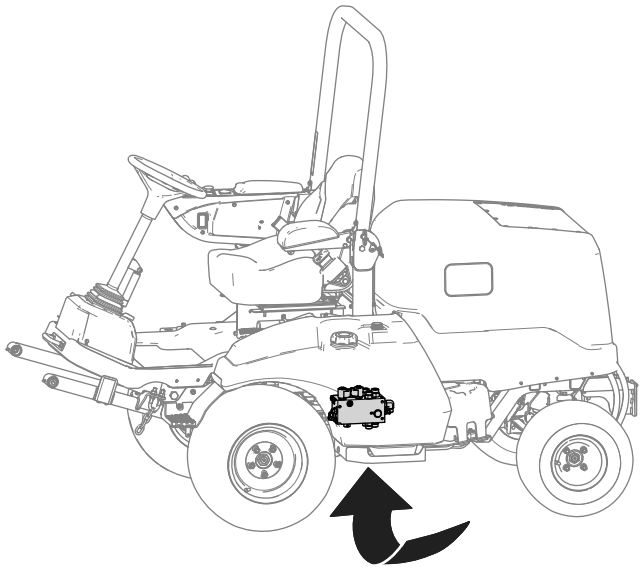

Figure 23
3. Localisez le collecteur de levage sous la machine (Figure 23).